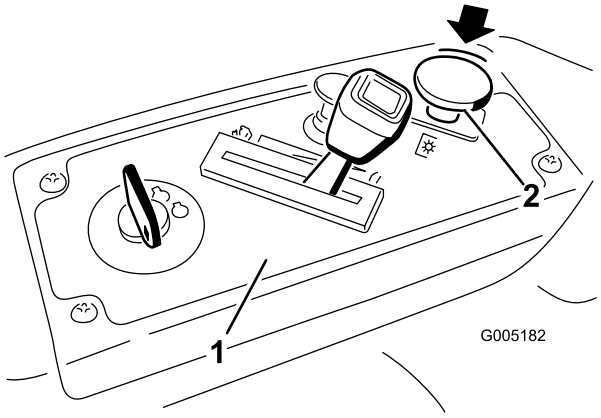

Figur 10
2. Deaktiver knivene ved å flytte knivkontrollbryteren til Av (Figur 10).
1. Deaktiver knivene ved å flytte knivkontrollbryteren til Av (Figur 10).